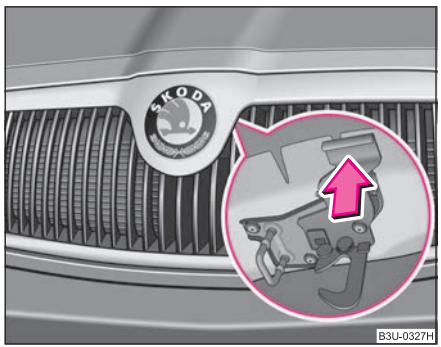

Fig. 173 Radiator grille: handle
– Press the locking button ⇒ fig. 173 and open the bonnet.